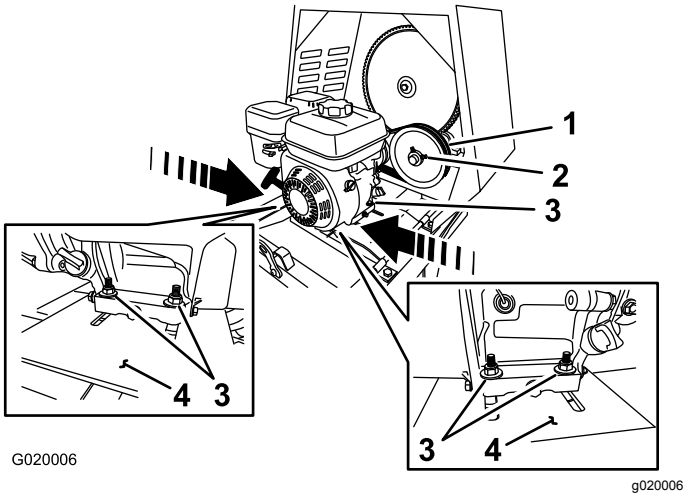

Figure 68
B. Loosen the nuts and bolts that secure the engine to the engine deck (Figure 68).
- **Increase the air gap**—move the engine **away** from the idler pulley (Figure 68).
- **Decrease the air gap**—move the engine **toward** the idler pulley (Figure 68).